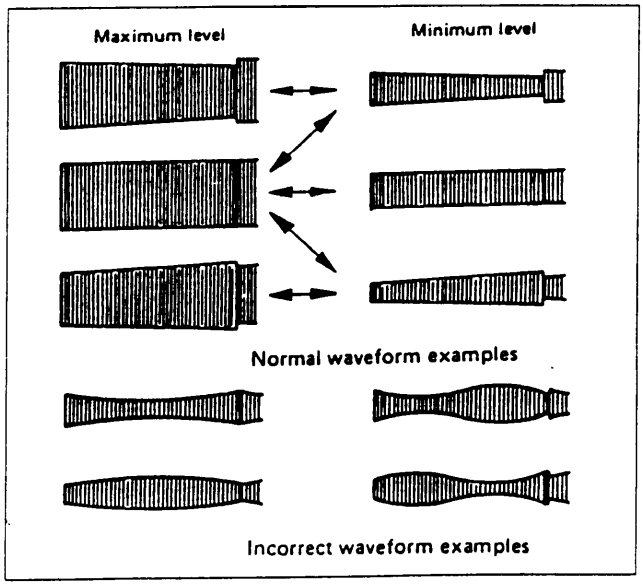

Fig. 2-5-4
2) Connect the oscilloscope to TP506 (PB FM) on the PRE/REC AMP board. Use TP511 (DRUM FF) as a trigger. Confirm that the FM envelope appears, as in Fig. 2-5-4.
5) Turn the tool first to position the A/C head fully toward the capstan. Then gradually return it toward the drum and stop at the position of maximum FM waveform output level as shown in Fig. 2-5-4.
6) Tighten screw ⑤. Remove the tool and tighten screw ④.
2) Connect the oscilloscope to TP506 (PB FM) on the PRE/REC AMP board. Use TP511 (DRUM FF) as a trigger. Confirm that the envelope appears, as in Fig. 2-5-4.